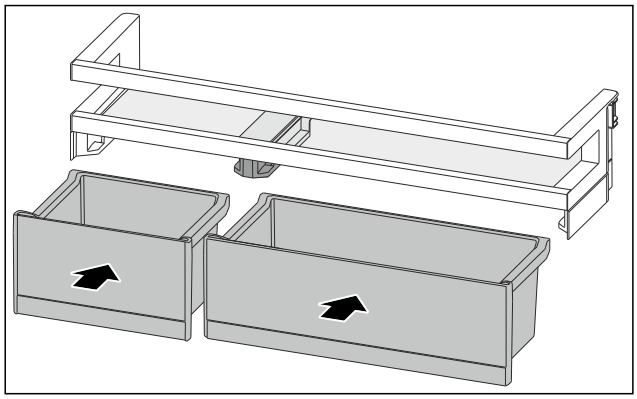

*Fig. 136*
▶ VarioBoxen in gewijzigde toewijzing plaatsen. (zie Fig. 136)